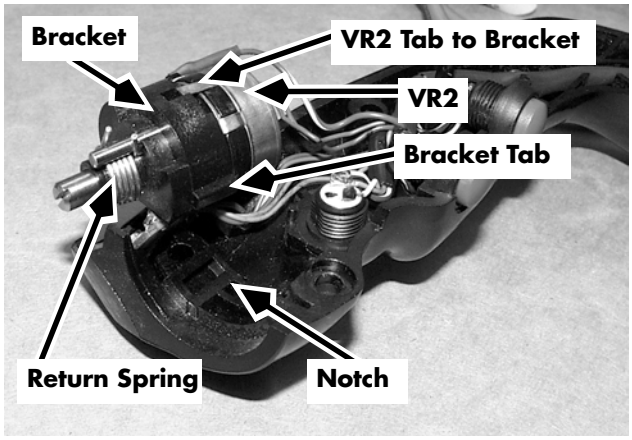

Figure 7-60: Lift Power Potentiometer VR2 (DS/DT/DZ) (Disassembled for clarity)
2. Remove the lift/lower potentiometer bracket and potentiometer from the handle shell. See Figure 7-60 on page 7-63. Slide the bracket off the potentiometer.
5. Slide the lift/lower potentiometer bracket over the potentiometer shaft, engaging the metal tab of potentiometer in the slot in the side of the bracket. See Figure 7-60 on page 7-63.
6. Insert the lift/lower potentiometer bracket tab into the slot in the right control handle shell. See Figure 7-60 on page 7-63.
3. Insert the switch into the handle shell. If previously removed, insert the lift/lower potentiometer and bracket into the handle shell, aligning the tab on the bracket with the slot in the handle shell. See Figure 7-60 on page 7-63.